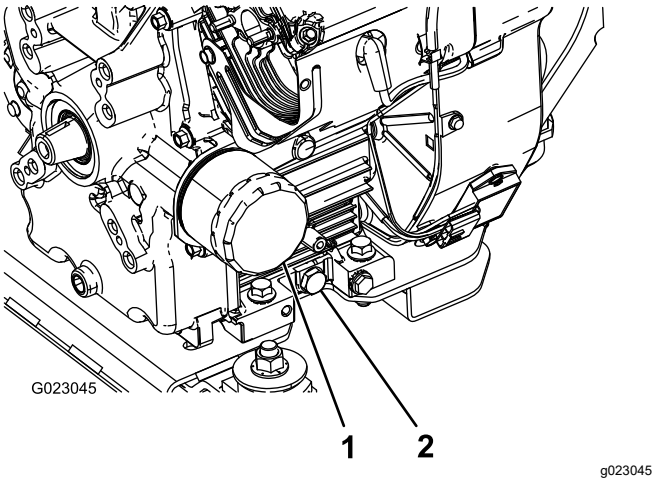

Figur 44
5. Fjern aftapningsproppen (Figur 44).
2. Fjern oliefilteret (Figur 44).
5. Monter det nye oliefilter på filteradapteren. Drej oliefilteret med uret, indtil gummipakningen berører filteradapteren. Spænd derefter filteret yderligere ½ omgang (Figur 44).